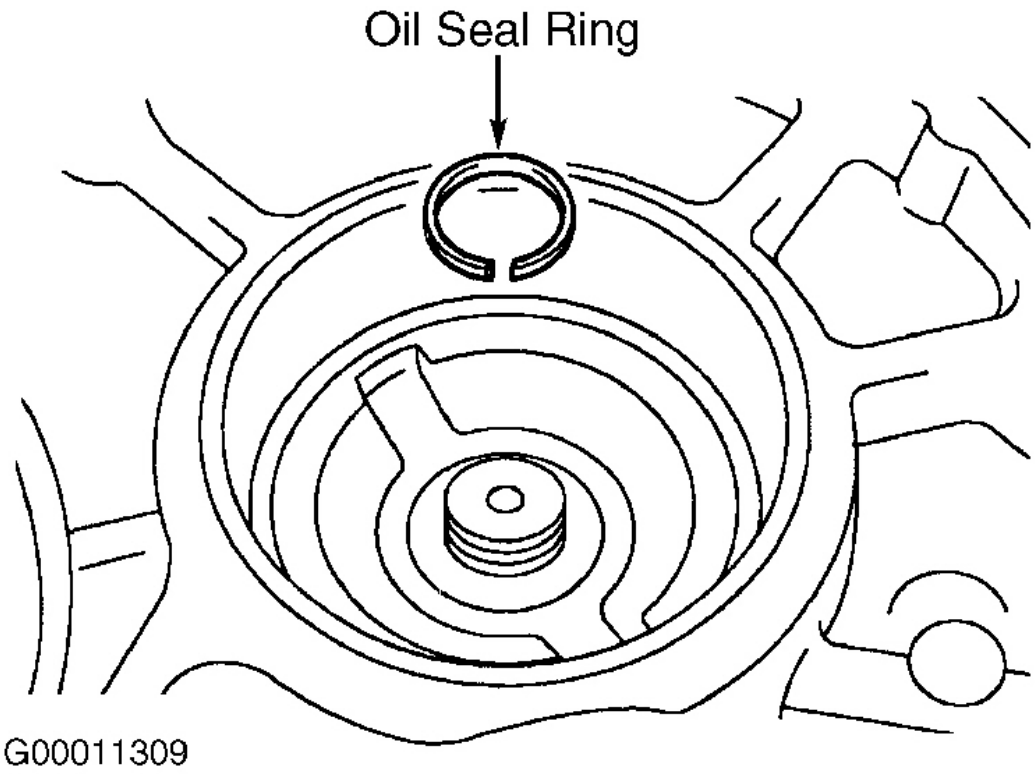

Fig. 30: Removing & Installing Transaxle Housing Oil Seal Ring
28. Remove oil seal ring from transaxle housing. See **Fig. 30**. Remove bolt, clamp and apply pipe from transaxle case. Remove 3 bolts and oil deflector from transaxle case (U240E).